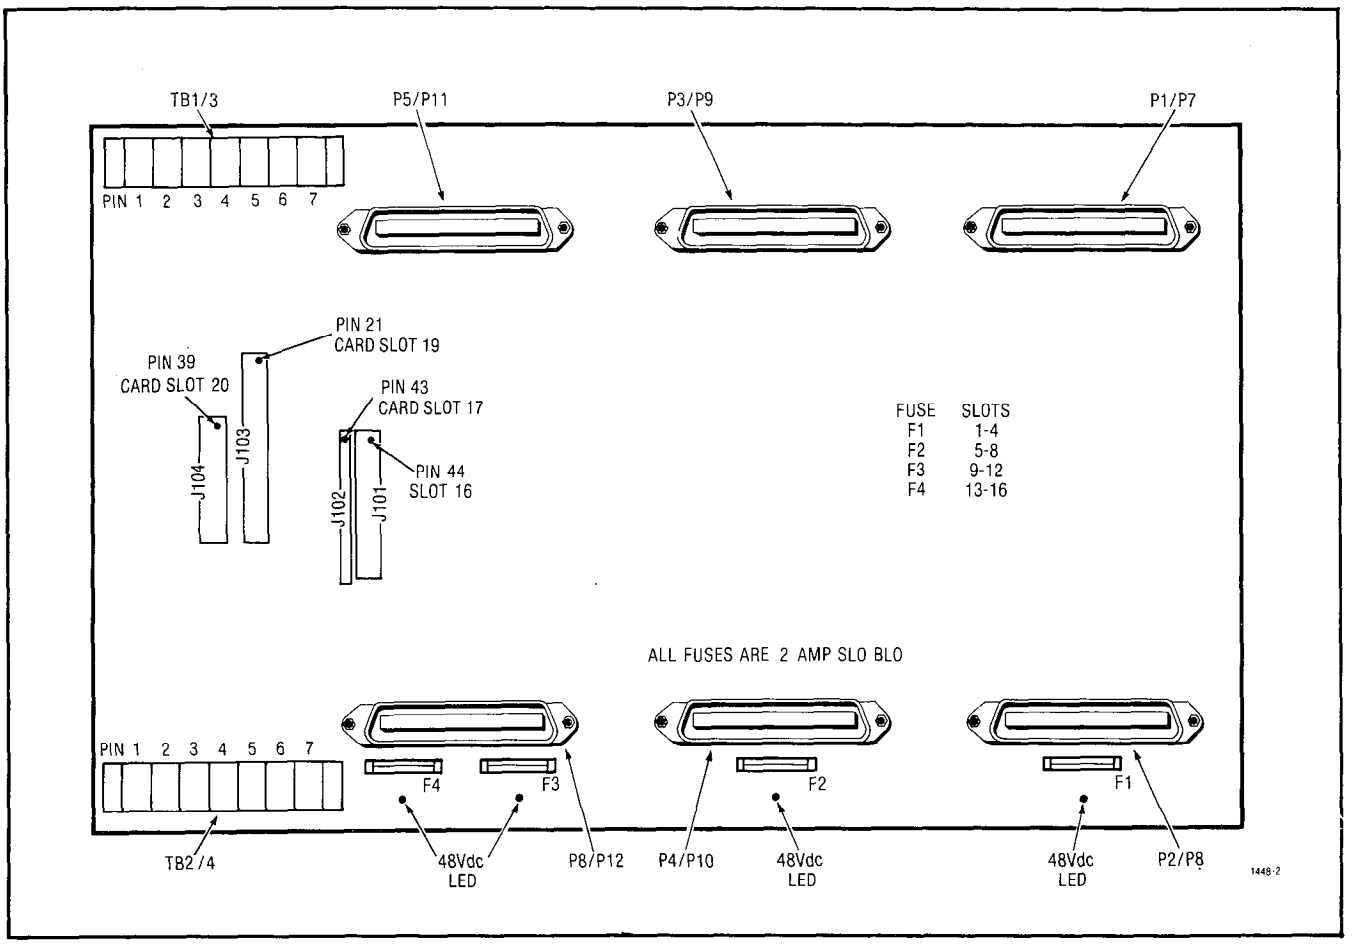
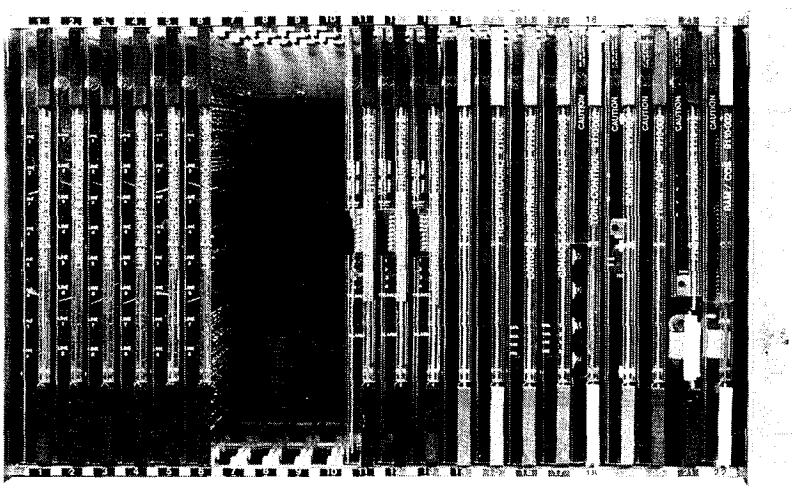

Fig. 2-9 Backplane
Fig. 2-10 Equipment Shelf
2.22 The same backplane and equipment shelf are used in both the SX-100 and SX-200. Field replacement of only the backplane is not recommended; rather the whole equipment shelf should be replaced (Fig. 2-10). The backplane essentially provides an interface between all printed circuit cards (paragraphs 2.01 - 2.14) and extensions, trunks and miscellaneous equipment. Physically the backplane has six 25 pair amphenol type connectors for equipment, extensions and trunks. It may have four fuses (Fig. 2-9). Each fuse is rated at 2 amps, – 48Vdc (UL approved) and has a LED which will light if the fuse blows and there is a card in one of the associated slots. All power for the backplane is provided by terminal blocks TB1/2 and TB3/4. All PCB cards are held in position by PCB edge connectors on the backplane, and plastic guides on the shelf. In both the SX-100 and SX-200 the backplane power is fed by a cable from the output of the power supply.